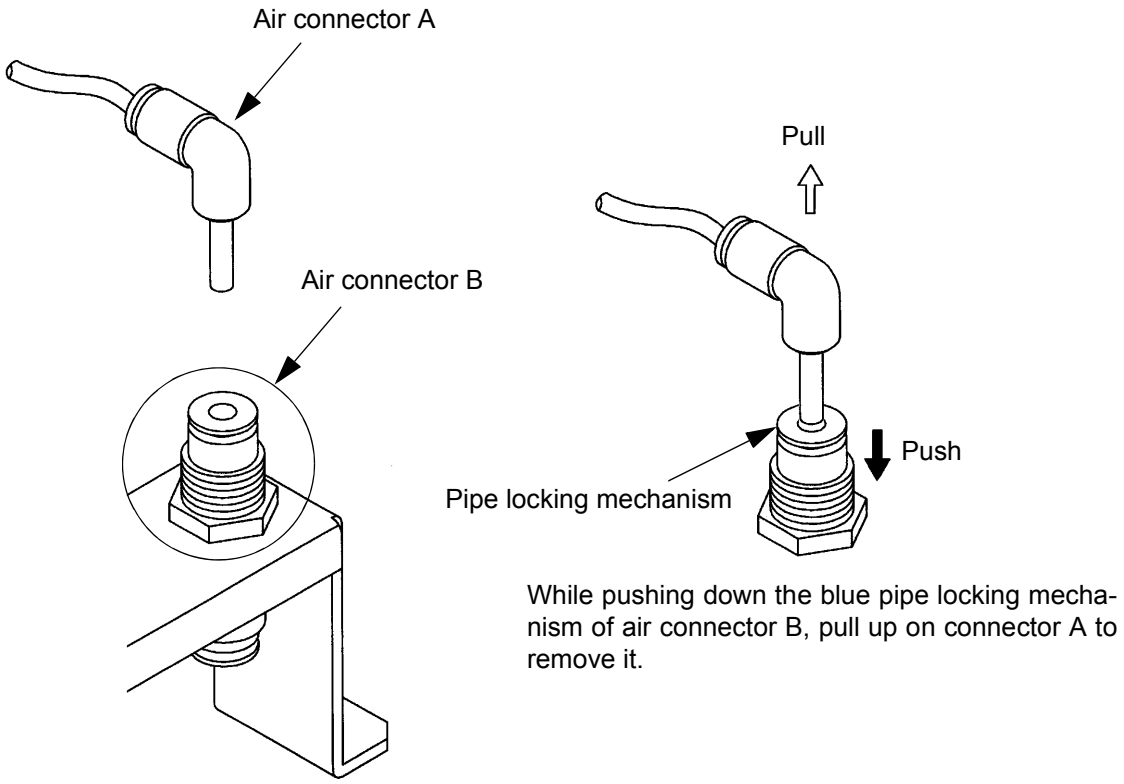

Figure 12-1 Air Connector A Removal
(1) Turn off the system power. Turn off the main air supply for the system.
(2) Remove the HIFIX air connector A as shown in Figure 12-1.